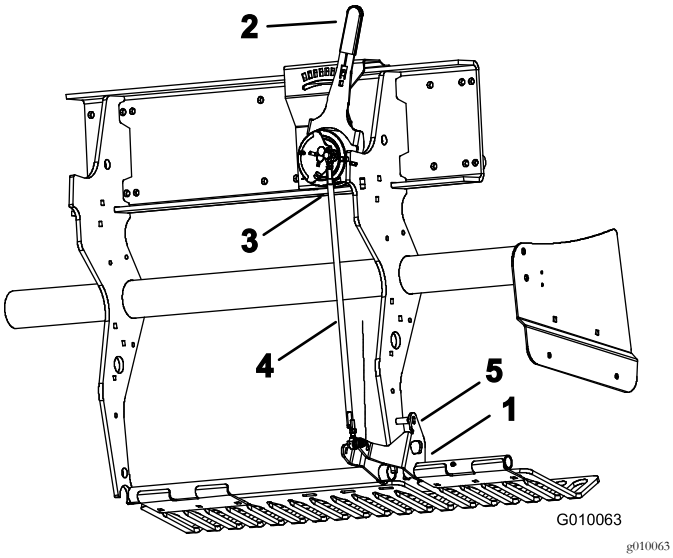

Figuur 58
2. Draai de linkerbevestigingsbeugel van de beschermvingers (Figuur 58) omhoog totdat u een borgpen (5/16" boorstang of tapbout) kunt steken tussen de beugel en de buis voor de instelling van de werkdiepte die op het frame is gelast.
3. Zet de hendel van het grondvolgsysteem (Figuur 58) op H (diepste stand).
4. Maak de buitenboord-kogelschakelaar (Figuur 58) los van de kabelboom (schakelaar voor Hoog-Laag).
5. Draai de (linker en rechter) contramoeren op de trekstang voor de instelling van de werkdiepte los (Figuur 58).